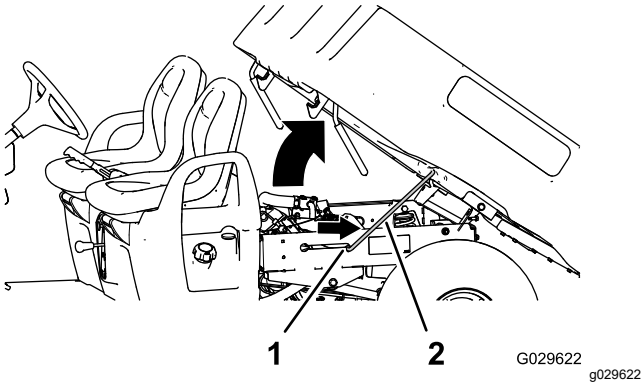

Figur 13
2. Säkra lådan genom att skjuta in stöttan i skåran (Figur 13).
2. Dra ut stöttan ur skåran (Figur 13).
3. Sänk ned lådan tills den låses på plats (Figur 13).